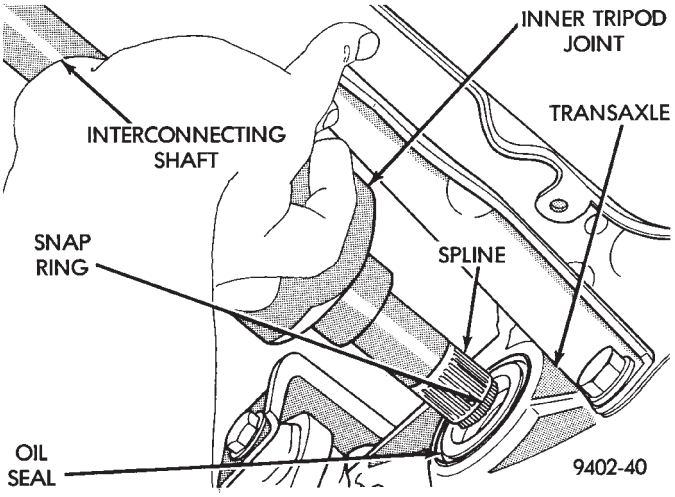
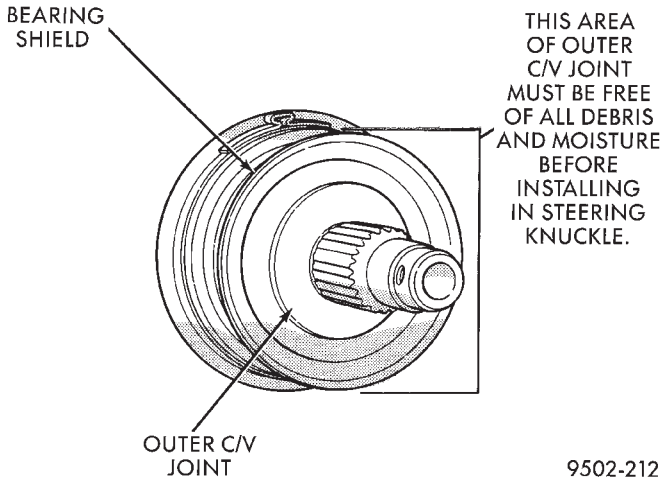

Fig. 14 Tripod Joint Removal from Transaxle
Fig. 15 Outer C/V Joint Inspection
(16) Hold inner tripod joint and interconnecting shaft of driveshaft assembly. Remove inner tripod joint from transaxle, by pulling it straight out of transaxle side gear and transaxle oil seal (Fig. 14). **When removing tripod joint, do not let spline or snap ring drag across sealing lip of the transaxle to tripod joint oil seal.**
(1) Thoroughly clean spline and oil seal sealing surface, on tripod joint. Lightly lubricate oil seal sealing surface on tripod joint with fresh clean transmission lubricant.
(2) Holding driveshaft assembly by tripod joint and interconnecting shaft, install tripod joint into transaxle side gear as far as possible by hand (Fig. 14).
(3) Grasp inner tripod joint an interconnecting shaft. Forcefully push the tripod joint into side gear of transaxle, until snap ring is engaged with transaxle side gear. **Test that snap ring is fully engaged with side gear by attempting to remove tripod joint from transaxle by hand. If snap ring is fully engaged with side gear, tripod joint will not be removable by hand.**
(4) Clean all debris and moisture out of steering knuckle, in the area were outer C/V joint will be installed into steering knuckle.
(5) Ensure that front of outer C/V joint which fits against the face of the hub and bearing is free of debris and moisture before installing outer C/V joint into hub and bearing assembly (Fig. 15).